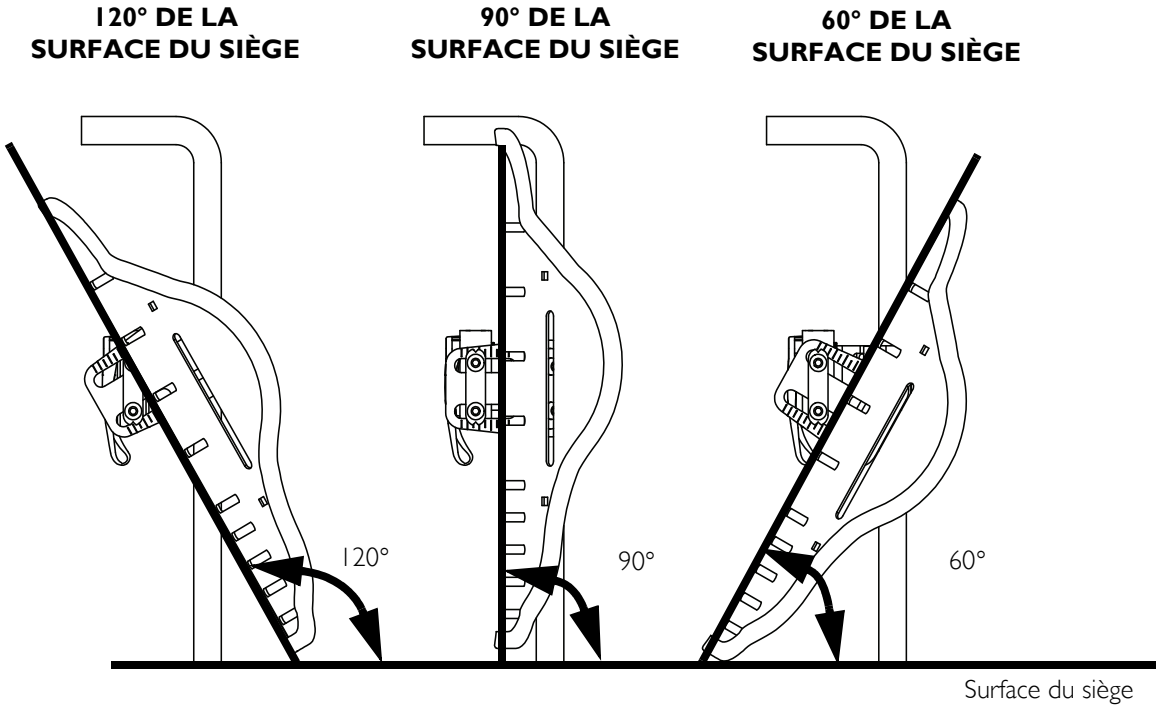

**FIGURE 2.7** Réglage de la profondeur et/ou de l'angle du dossier
*REMARQUE: Pour cette procédure, se référer à la FIGURE 2.7.*